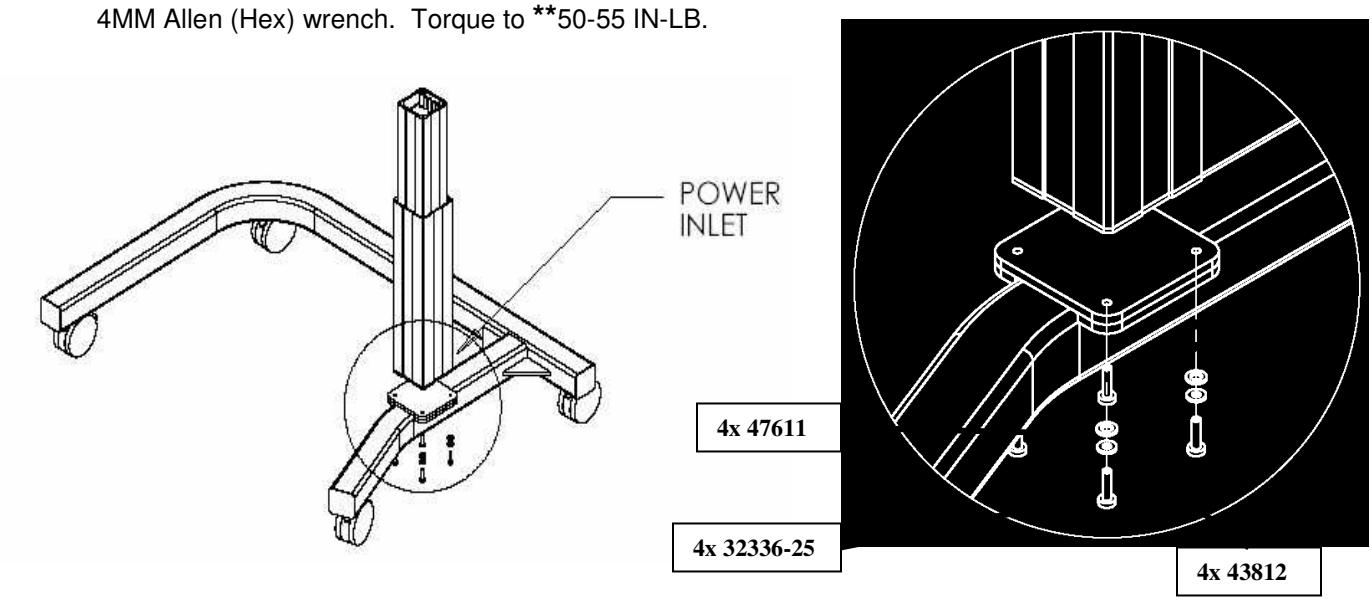

Figure 3 Secure the Lift Mechanism onto the Base
2) Flip the base assembly over onto the casters. Place the lift mechanism onto the base, orienting the Power Inlet towards the back of the base as shown in Figure 3. Secure with the M5 x 25 SOC HD CAP Screws / M5 Bell Spring Steel Washers / M5 Flat Washers supplied. Tighten screws with a 4MM Allen (Hex) wrench. Torque to **50-55 IN-LB.